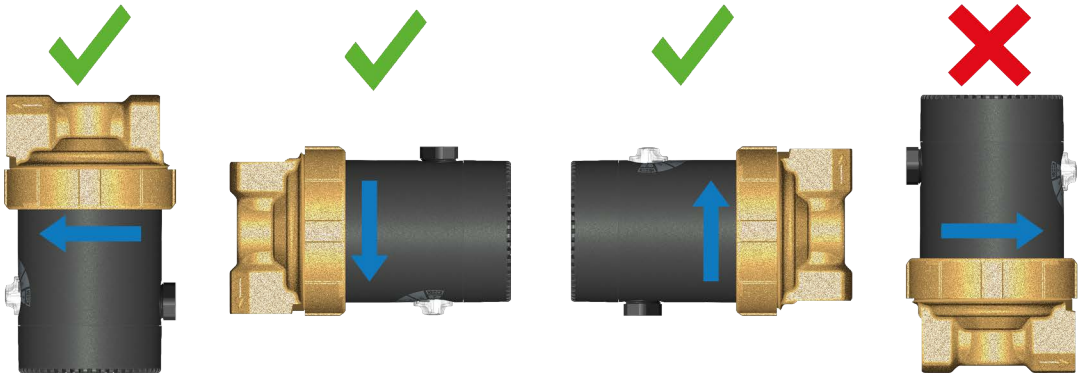

Abbildung 5
- Einbau in eine der zulässigen Einbaulagen (siehe **Abbildung 5** auf Seite **16**).